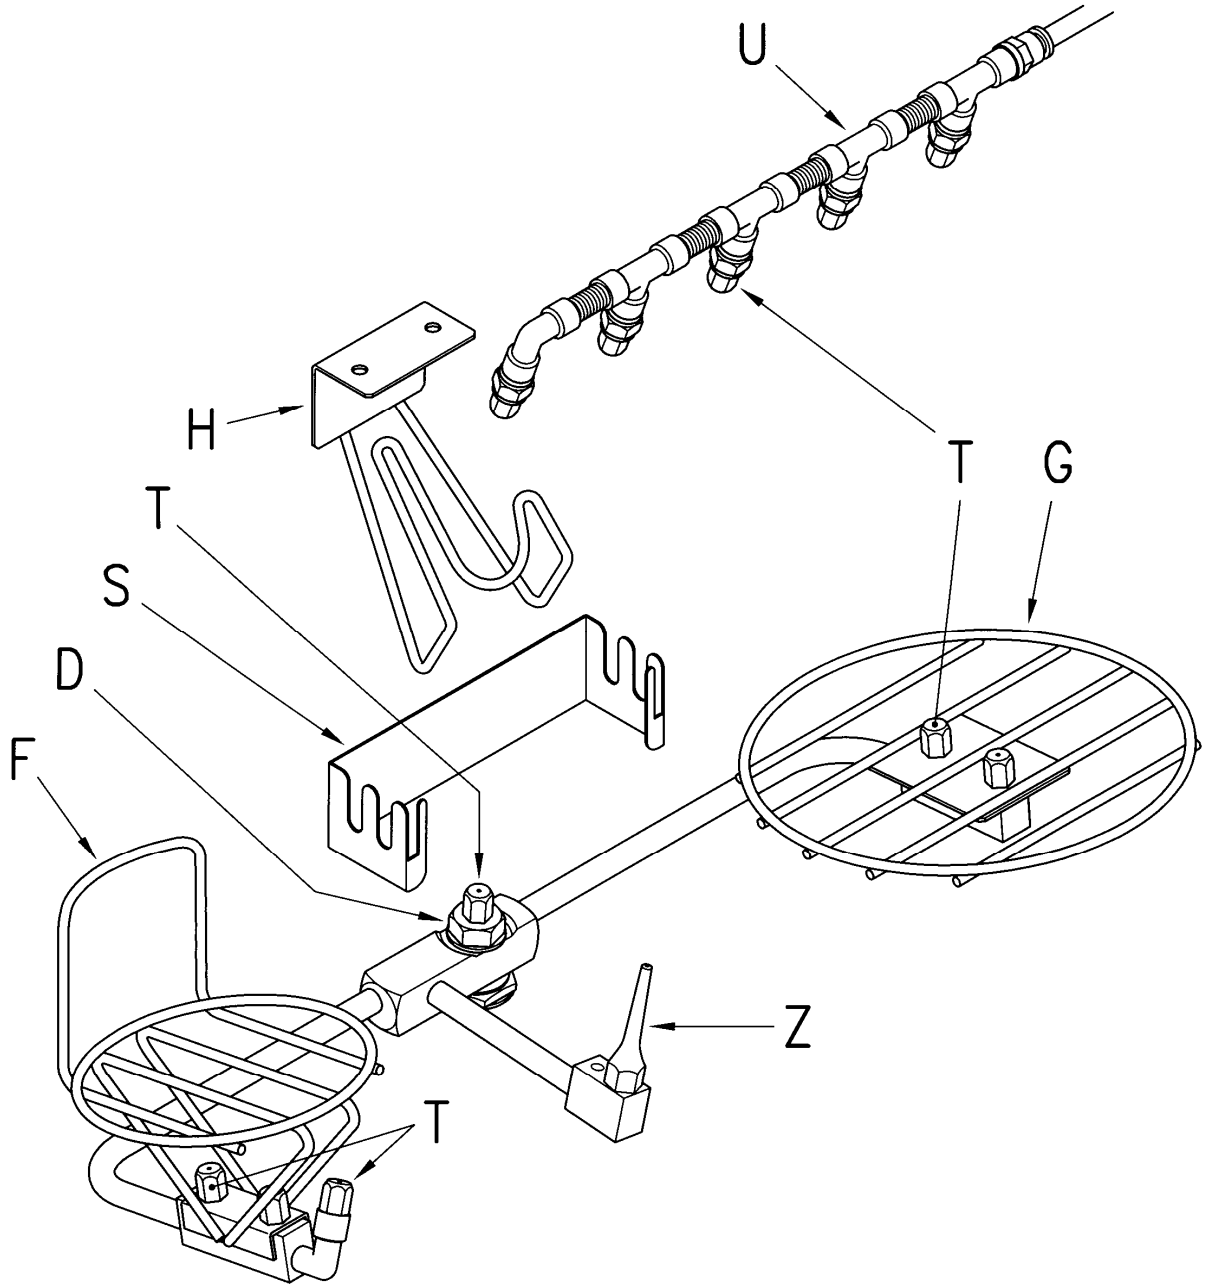

Figure 3
- **Il est conseillé**, lorsque les pièces ne sont pas bien lavées, de contrôler et éventuellement nettoyer les buses qui se trouvent à l'intérieur de la laveuse (cf. fig.3).